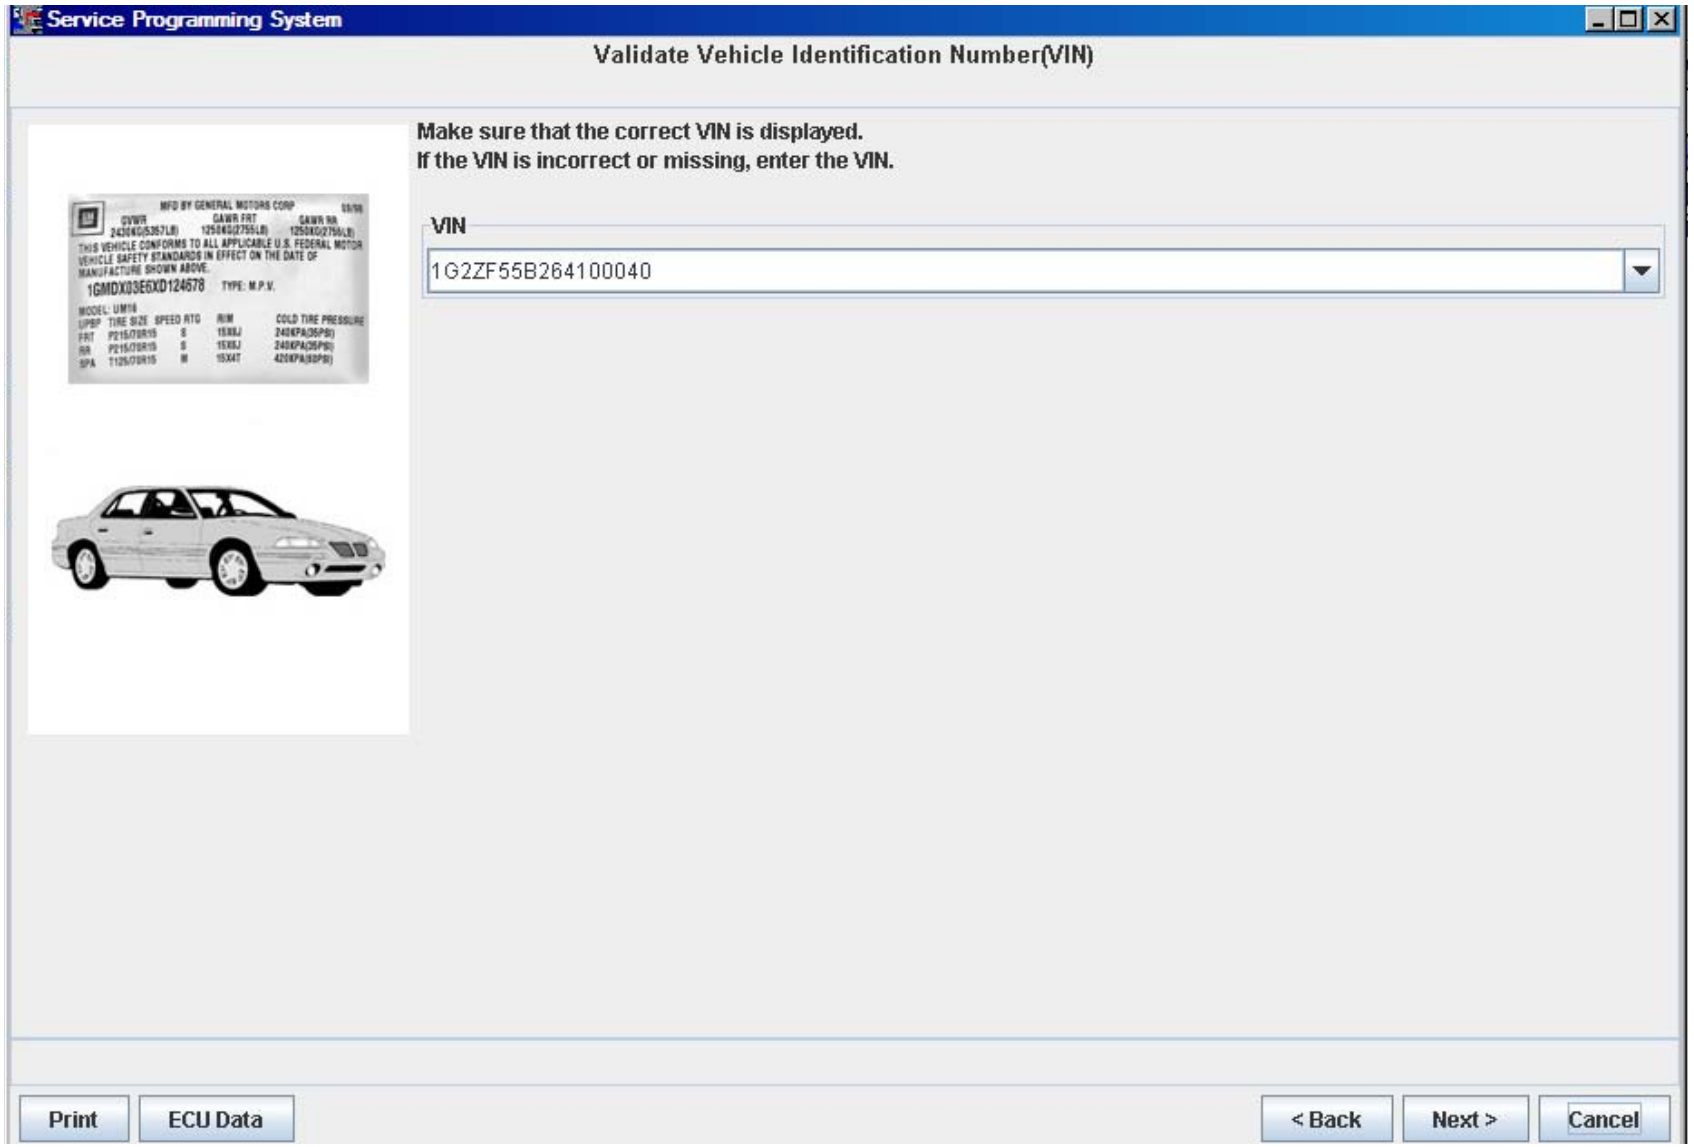

FIGURE IV-14.
5. At the “Supported Controllers” screen (Figure IV-14):